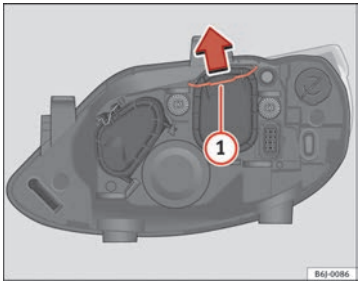

Fig. 155 Dipped beam headlights
– Move the loop ⇒ Fig. 155 (1) in the direction of the arrow and remove the cover.